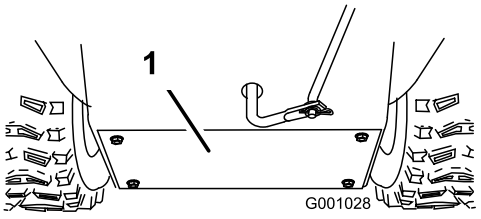

Figur 50
3. Fjern bagdækslet (Figur 50).